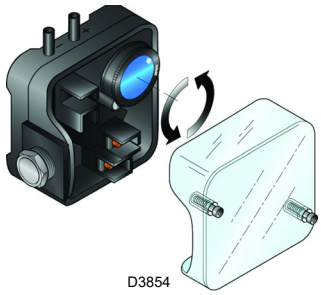

Fig. 30
- ➤ Régler le pressostat d'air (Fig. 30 à la p. 28) en début d'échelle.
Effectuer le réglage du pressostat air après avoir effectué tous les autres réglages du brûleur avec le pressostat air réglé en début d'échelle (Fig. 30).